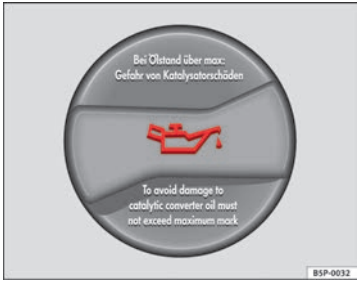

Fig. 127 In the engine compartment: Engine oil filler cap
– Unscrew cap from engine oil filler opening ⇒ Fig. 127.
– As soon as the oil level is in area (B), carefully close the cap.